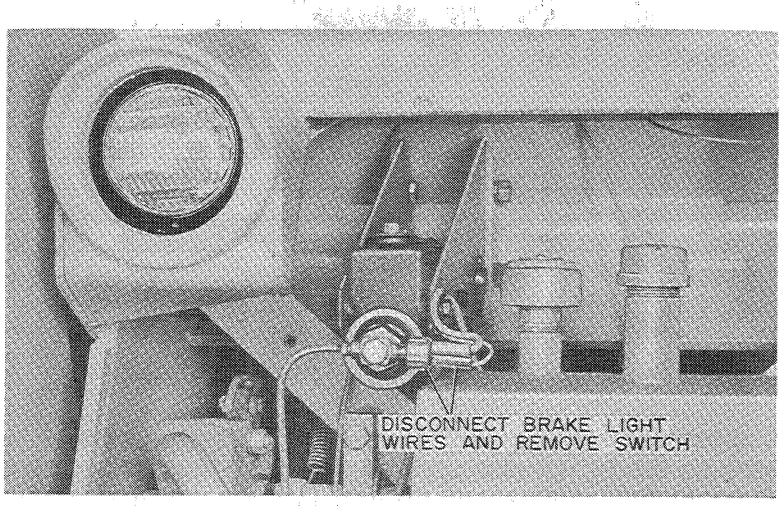

Figure W-7
1. Remove the stop light switch from the master cylinder, Figure W-7.